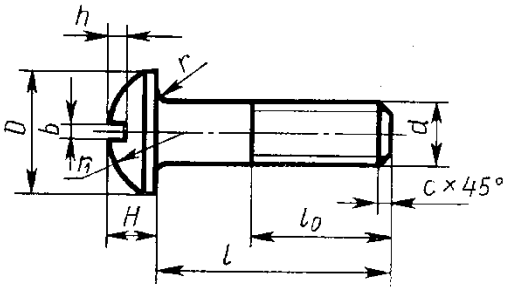

Рисунок 8
4. с цилиндрической головкой, ГОСТ 1491 - 80 (рисунок 8).